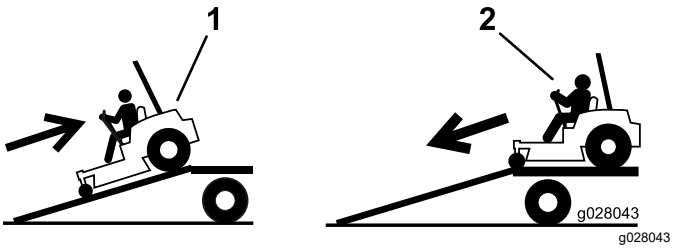

Bild 35
4. Fahren Sie die Maschine rückwärts die Rampe hoch (Bild 35).
2. Fahren Sie die Maschine vorwärts von der Rampe herunter (Bild 35).